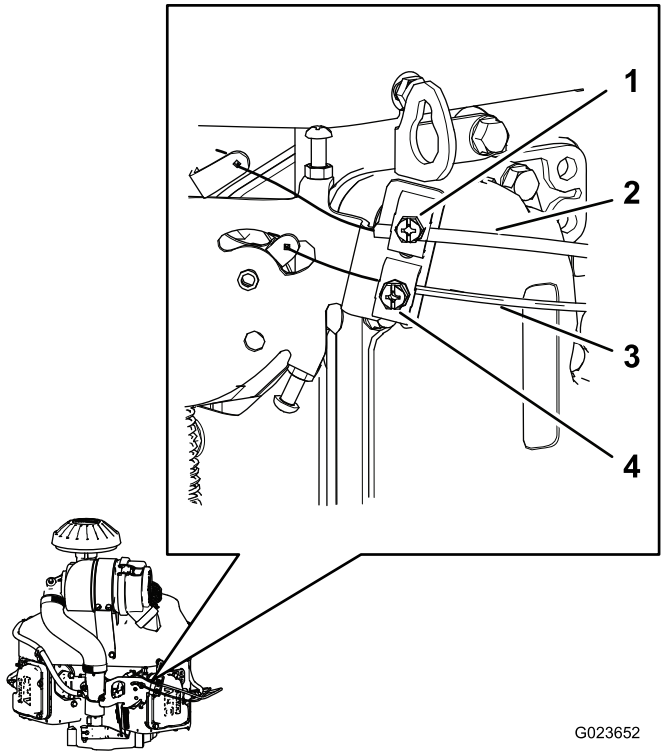

Figur 66
1. Løsne klemskruen som fester gasskabelhuset til motoren (Figur 66).
3. Dra opp kabelhuset til gasskabelen (Figur 66) til gasskabelen nesten ikke har slakk, og stram klemskruen.
1. Løsne klemskruen som fester chokekabelhuset til motoren (Figur 66).
4. Dra opp kabelhuset til chokekabelen (Figur 66) til chokekabelen nesten ikke har slakk og stram klemskruen.